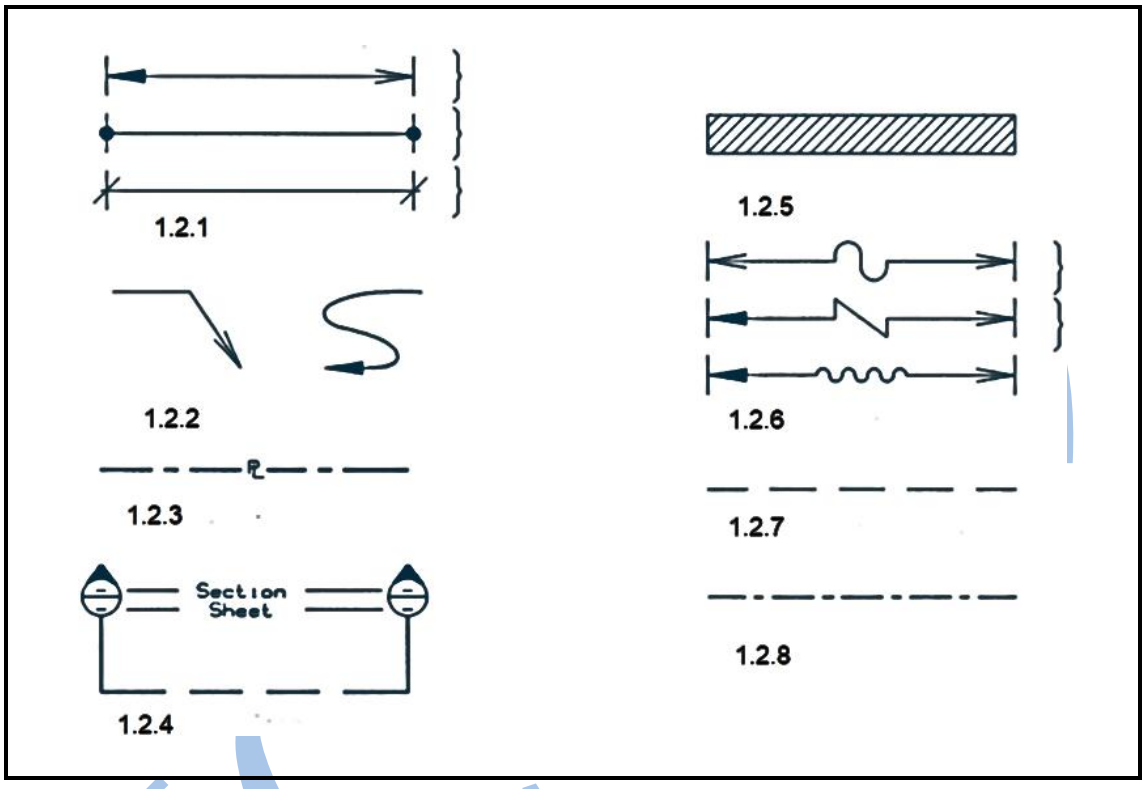

**FIGURE 1** (8 × 1) (8)
1.2 Name each of the drawing lines shown in FIGURE 1 by writing only the answer next to the question number (1.2.1–1.2.8) in the ANSWER BOOK.